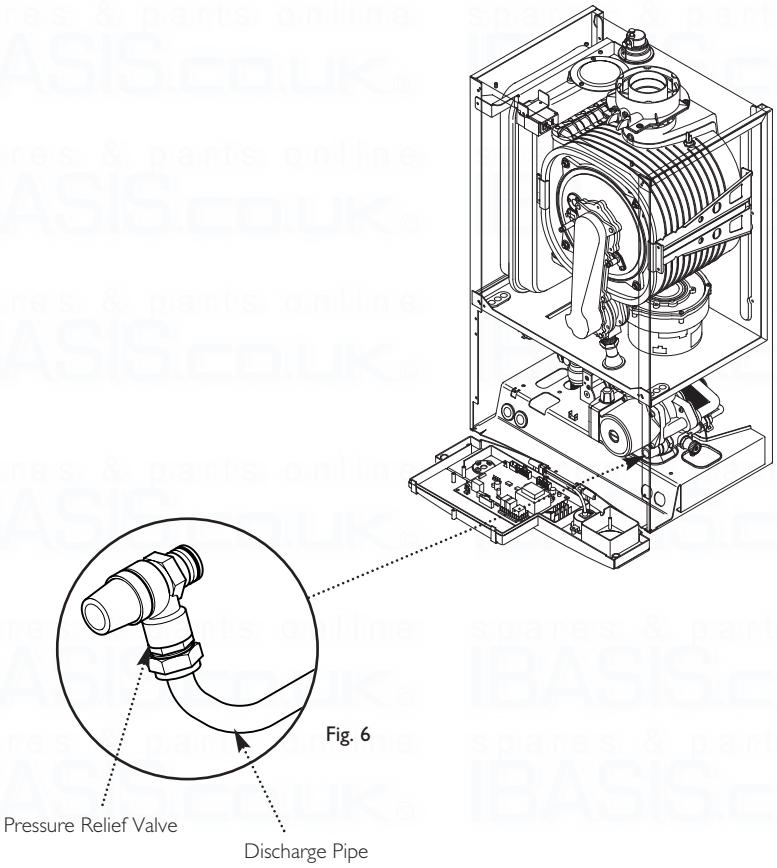

Fig. 6
6.7 Pressure Relief Valve (Fig. 6)